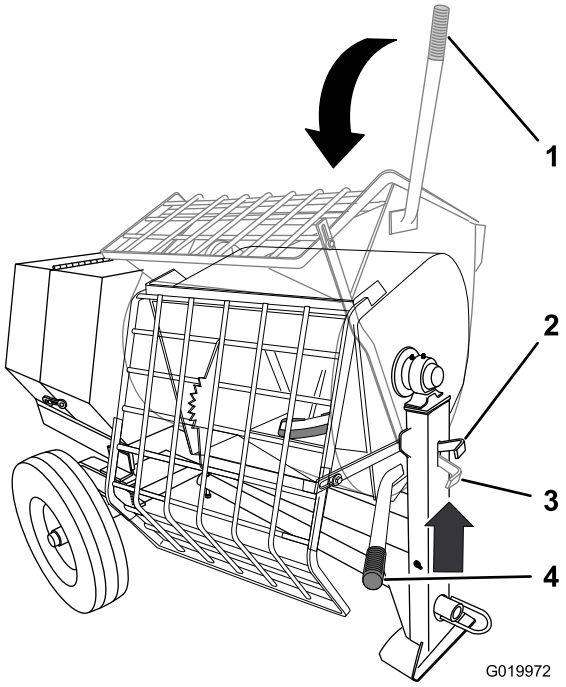

Figura 38
2. Sujete la palanca de volteo con la mano izquierda (Figura 38).
3. Levante la manija del pestillo del tambor (Figura 38).
4. Con ambas manos en la palanca de volteo, gírela en sentido antihorario para descargar el contenido del tambor (Figura 38).
5. Gire la palanca de volteo en sentido **horario** hasta que el pestillo del tambor bloquee el tambor en la posición vertical (Figura 38).